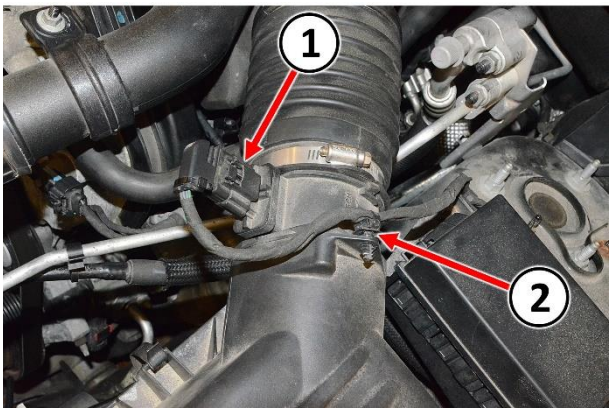

Figure 4 – Mass Air Flow Sensor
8. **If equipped**, disconnect the wire harness connector (1) from the Mass Air Flow (MAF) sensor and wire harness retainer (2) from the air cleaner housing (Figure 4).
25. **If equipped**, connect the wire harness connector (1) to the Mass Air Flow (MAF) sensor and secure the wire harness retainer (2) to the air cleaner resonator (Figure 4).
21. **If equipped**, connect the wire harness connector (1) to the Mass Air Flow (MAF) sensor and secure the wire harness retainer (2) to the air cleaner resonator (Figure 4).